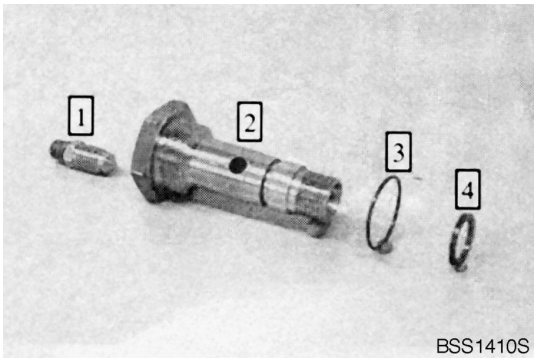
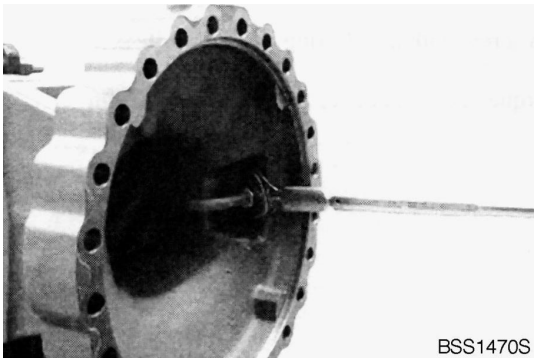

Figure 139
Figure 145
1. Preassemble connection part as shown in Figure 139.
NOTE: *Repeat steps (Figure 139 thru Figure 145) on both output sides.*